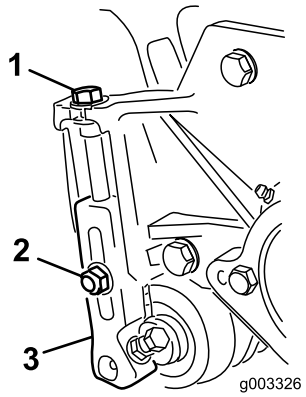

Bild 15
1. Lösen Sie die Sicherungsmuttern, mit denen die Schnitthöhenarme an den Seitenplatten des Mähwerks befestigt sind (Bild 15).